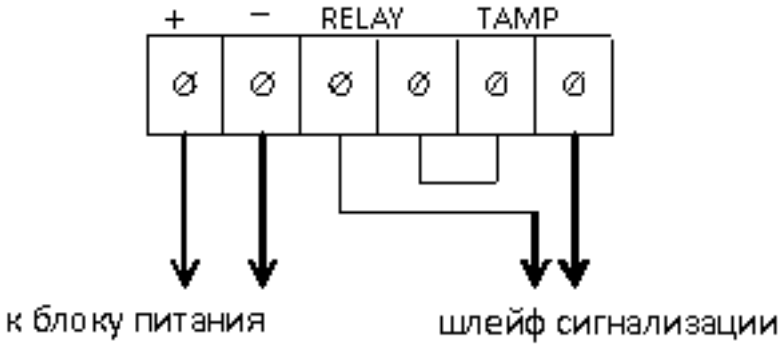

Рис. 4
4. Подключить провода шлейфа сигнализации к клеммам "RELAY" соединительной колодки. При использовании защиты от несанкционированного вскрытия извещателя вне периода охраны, подключить отдельный шлейф сигнализации к клеммам "TAMP" соединительной колодки. При использовании только одного шлейфа сигнализации подключение проводить согласно схеме, представленной на Рис. 4 (См. Приложение В Установка извещателя вблизи автомагистрали).